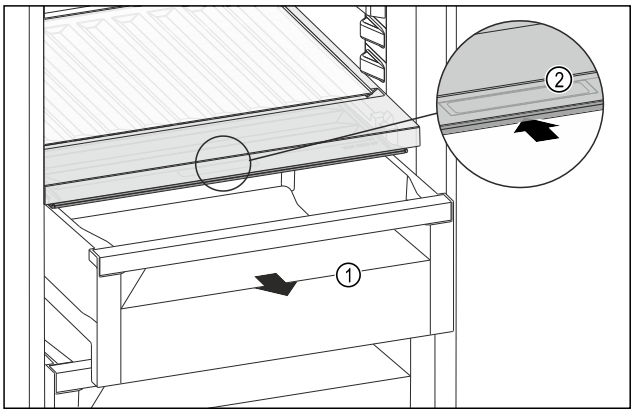

Fig. 147
▶ Extrageți sertarul *Fig. 147 (1)*.
▶ Prindeți mânerul încastrat *Fig. 147 (2)* de la capacul compartimentului și glisați concomitent capacul compartimentului spre partea posterioară.